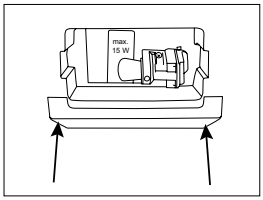

Рис. 7
2. Снимите плафон лампы, нажав на его верхний край для того, чтобы освободить из двух зажимов (рис. 7).